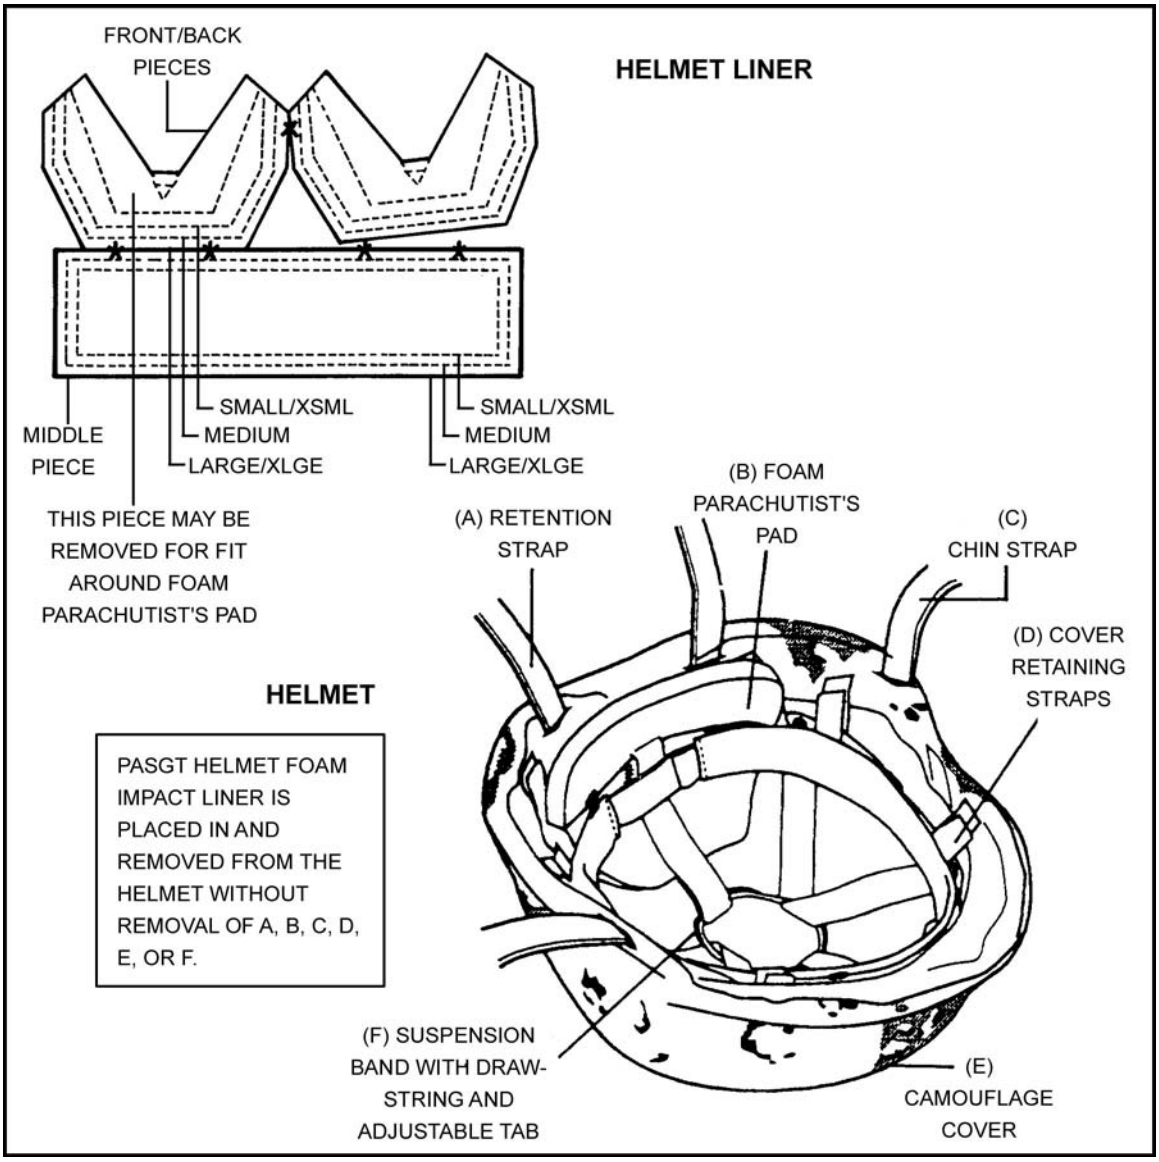

Figure 2-9. PASGT helmet foam PIL.
(1) Separate the three portions of the foam PIL.
(2) Size the PIL at the perforations according to your helmet size (Figure 2-9).